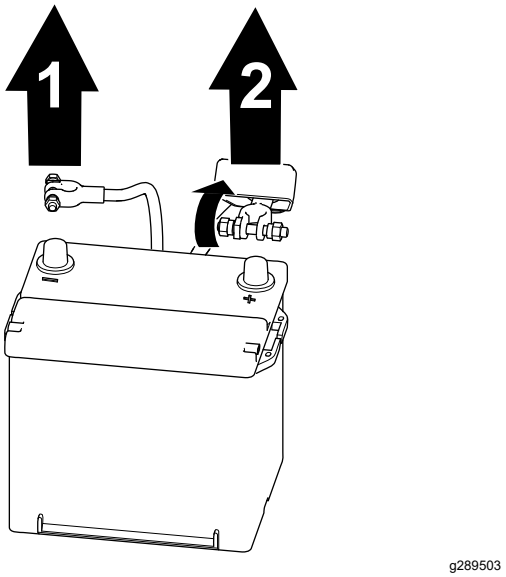

Рисунок 58
1. Отсоедините отрицательный кабель аккумулятора от штыря аккумулятора (Рисунок 58).
2. Снимите изолирующий колпачок и отсоедините положительный кабель аккумулятора от штыря аккумулятора (Рисунок 58).